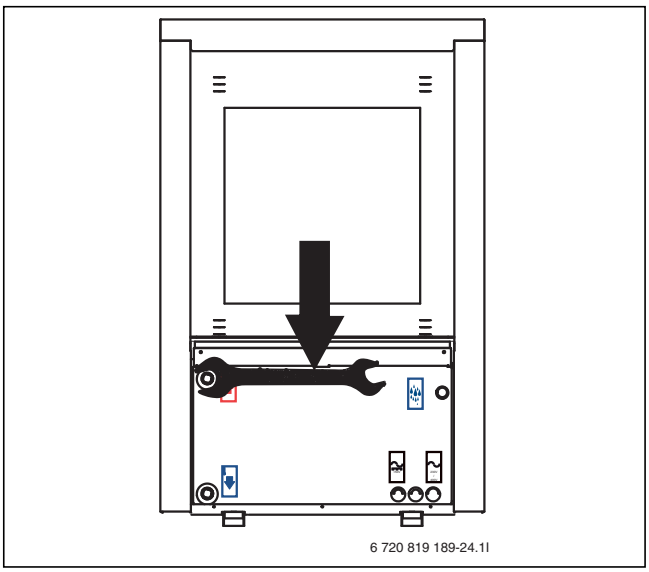

Fig. 33 Raccordements des pompes à chaleur resserrer
- ▶ Serrer les raccords des tuyaux du circuit primaire avec un couple de serrage de 120 Nm. Orienter la force vers le bas (voir fig. 33) pour éviter la charge latérale du condenseur.